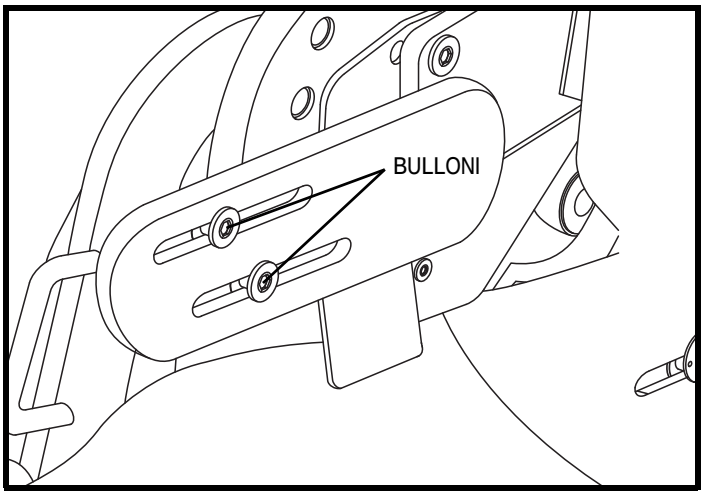

Figura 35. Regolazione delle piastre di supporto laterali di Kids ROCK 2 e ROCK 3
1. La posizione della piastra di supporto laterale può essere regolata con una chiave esagonale da 5/32 pollici. **Vedere la figura 35.**